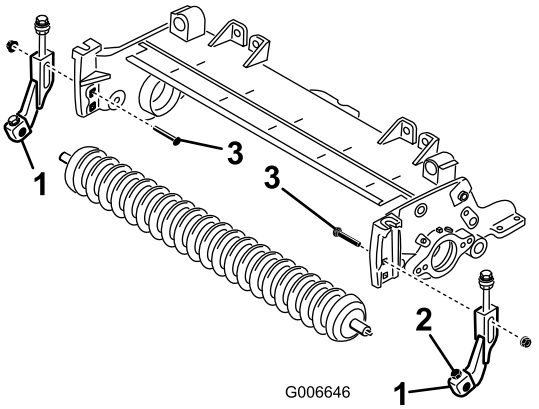

Figura 20
18. Centre o rolo entre os suportes e fixe-o nos suportes, com os parafusos e porcas de retenção (Figura 20).